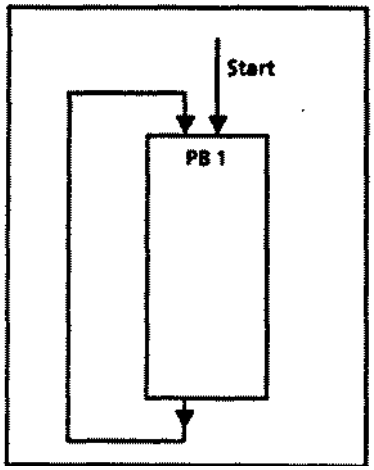

Рис.8.2 Линейное программирование в PB1.
* линейное программирование (рис. 8.2), и